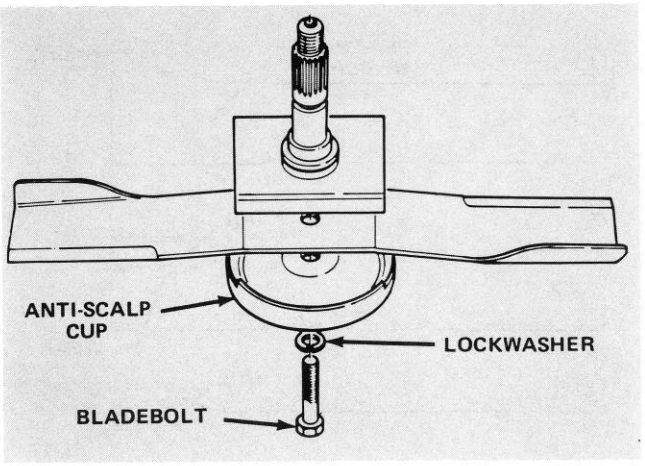

Figure 31
2. Grasp end of blade using a rag or thickly padded glove. Remove bladebolt, lockwasher, anti-scalp cup and blade from spindle shaft (Fig. 31).
3. Inspect cutting edges of all blades. Sharpen the cutting edges if they are dull or nicked. Sharpen only the top side of the cutting edge and maintain the original cutting angle to make sure of sharpness (Fig. 31). The blade will remain balanced if same amount of metal is removed from both cutting edges.